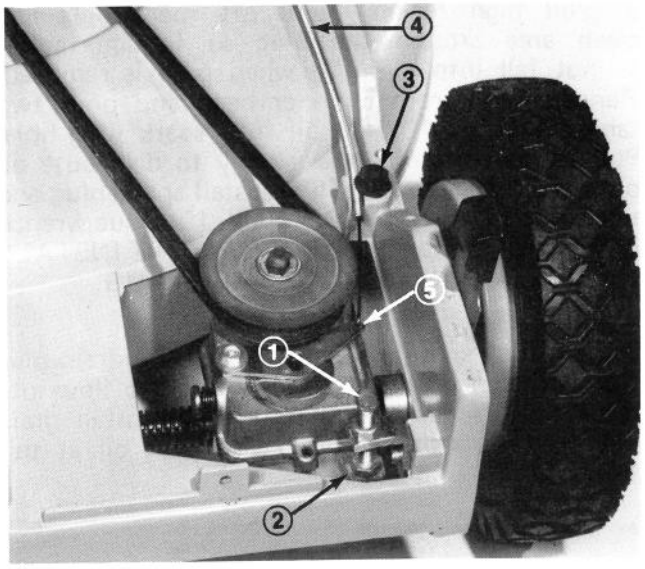

Figure 46
Note: Check the stop screw (Fig. 46) to be sure it contacts tab at front of gear case. If contact is not evident, loosen jam nut and adjust the stop screw. The screw prevents the gear case from moving.
3. Loosen cable retaining screw until control cable is free to slide (Fig. 46).
5. Push shifter arm backward until it stops and hold shifter in place. Pull control cable and wire backward to remove all slack, and secure cable in place by tightening the cable retaining screw (Fig. 46). Install cover with three screws.